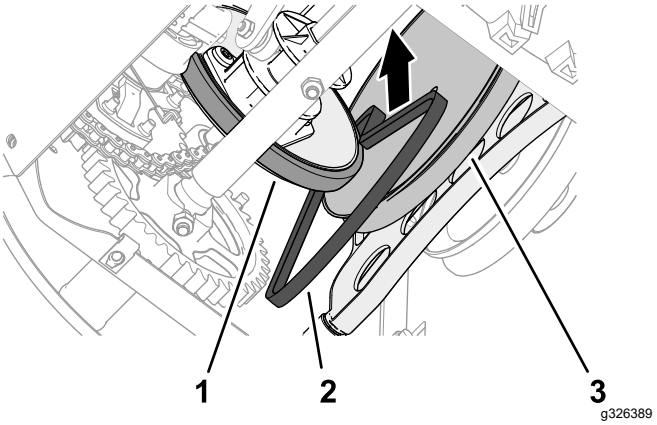

Figur 49
1. Før trekkremmen mellom friksjonshjulet og trekkremskiven, og inn i maskinen (Figur 49).